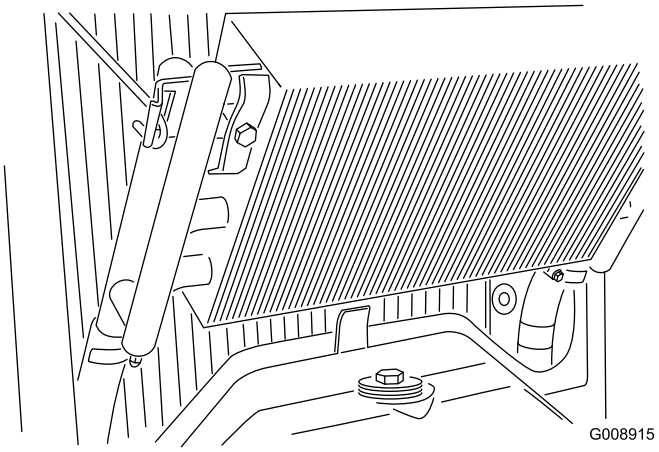

Figuur 70
4. Maak de oliekoeler los en kantel deze naar achteren (Figuur 70).